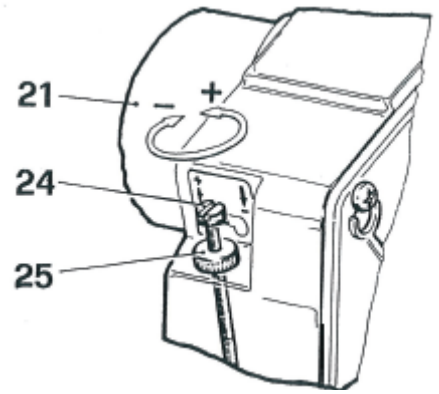
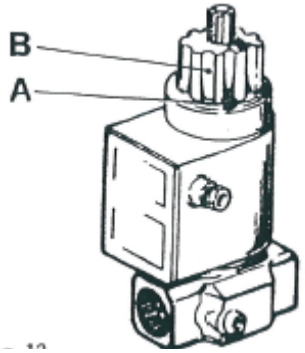

Рис. 9
Рис. 13
- Нажмите кнопку сброса блокировки (17).
- После включения горелки отрегулируйте расход газа регулятором (см Рис. 13) и количество поступающего воздуха поворотом винта (24) (Рис. 9).